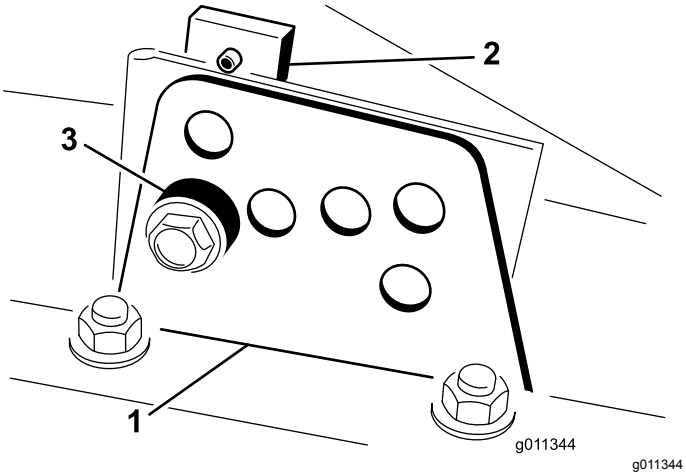

Figur 19
2. Løsn bolten, som fastgør hvert klippehøjdebeslag på klippehøjdepladen (front og hver side), som vist i Figur 19.
4. Fjern afstandsklodsen, mens du understøtter kammeret (Figur 19).